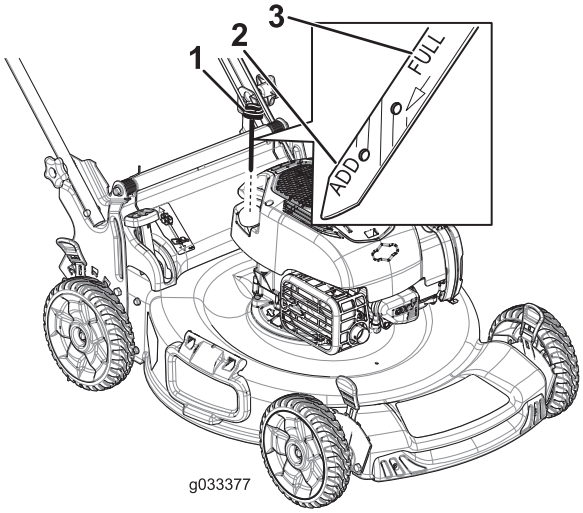

Bild 8
1. Ziehen Sie den Peilstab (Bild 8) heraus.
2. Füllen Sie das Öl langsam in den Einfüllstutzen ein, um den Ölstand auf die Voll-Markierung am Peilstab anzuheben (Bild 8). **Füllen Sie nicht zu viel ein.**